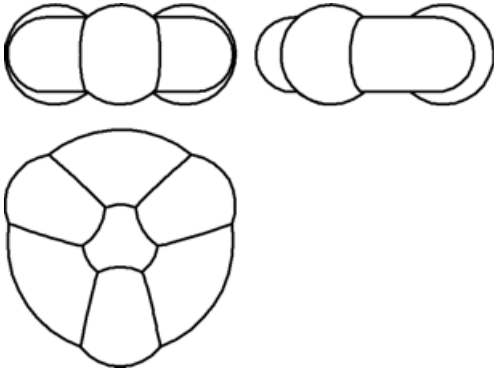

Рис. 6.182
- Создайте новый чертеж и постройте в нем три стандартные проекции модели (рис. 6.182). Сохраните документ на диске.